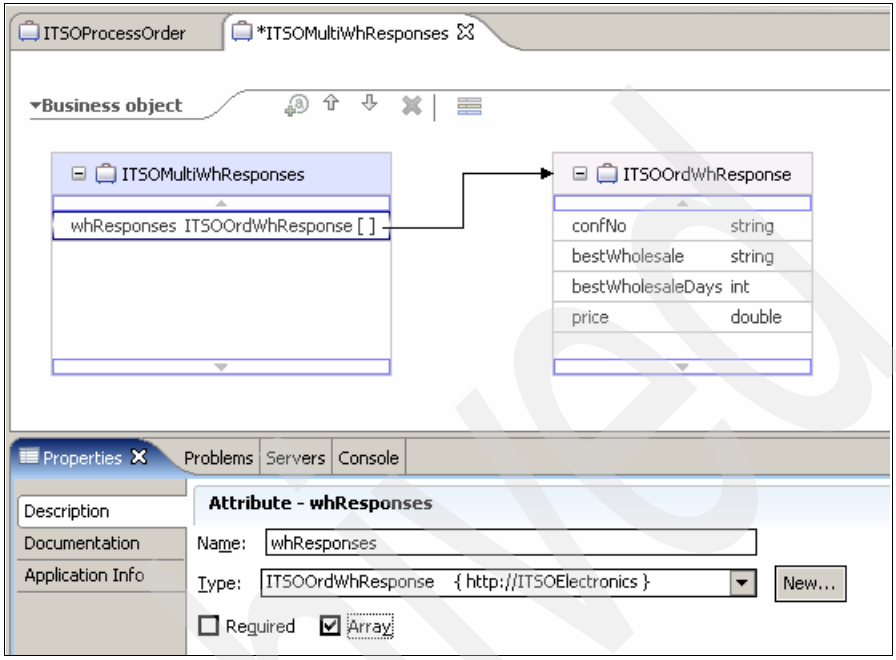

Figure 10-23 Data type and arrays
4. Select the **Array** check box. Make sure that the square brackets appear next to the type of the attribute whResponse (Figure 10-23).